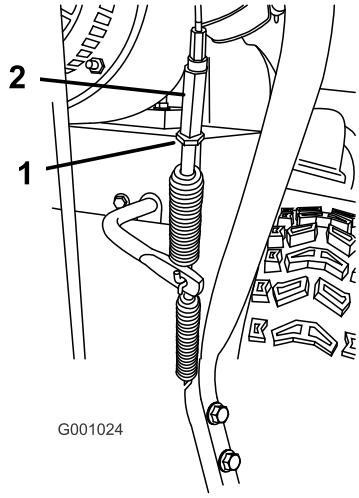

Figur 49
5. Lossa kontramuttern (Figur 49).
6. Lossa eller dra åt spännmuttern som reglerar kabelanspänningen (Figur 49).